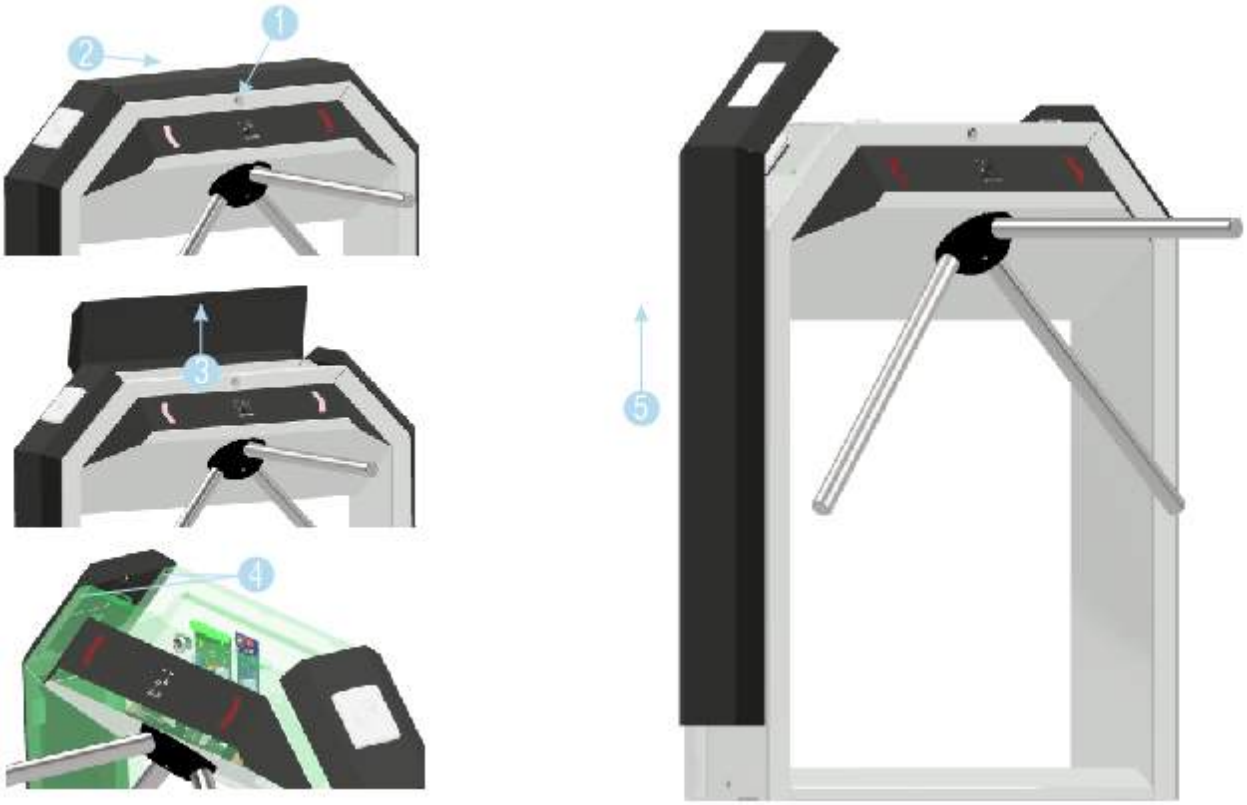

Рисунок 7.4.2 - Разборка кожухов турникета «STR-03»
1. Получить доступ к монтажному основанию и контроллеру управления турникетом, для этого необходимо выполнить следующие действия (см. рисунок 7.4.2):